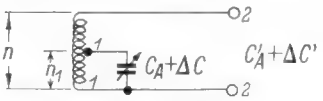
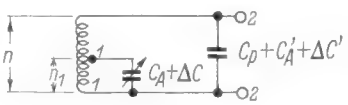

Bild 3. Transformation der Drehkondensatorwerte durch Anschluß an eine Spulenanzapfung
Bild 4. Bandspreizung durch Anschaltung des Drehkondensators an eine Spulenanzapfung
In Bild 3 wird der Drehkondensator mit seinem Stator an eine Anzapfung der Kreisspule angeschlossen. Hierdurch wird der an den Klemmen 1,1 liegende Blindwiderstand des Drehkondensators von den Klemmen 2,2 aus gesehen auf einen höheren Wert herauftransformiert. Höherer Blindwiderstand des Drehkondensators an 2,2 bedeutet aber (bezogen auf gleiche Frequenz) eine kleinere Kapazität. Das heißt also, es ergibt sich von 2,2 (von der Spule aus) gesehen eine kleinere Kapazität, und zwar werden sowohl die Anfangskapazität als auch die Endkapazität des Drehkondensators im gleichen Verhältnis herabgesetzt.
Damit bleibt allerdings das Kapazitäts-Variationsverhältnis erhalten, C_A und ΔC werden im gleichen Verhältnis durch die Transformation verringert. Eine Bandspreizung tritt also zunächst bei Anwendung der Schaltung Bild 3 nicht ein. Diese kommt erst zustande, wenn an den Klemmen 2,2 der Schaltung Bild 3 eine Parallelkapazität auftritt oder hinzugeschaltet wird. Es ergibt sich die in Bild 4 gezeigte Schal-
Bei Hinzuschalten einer Parallelkapazität C_p an 2,2 (Bild 4) zu C_A' und $\Delta C'$ ergibt sich ein Kapazitäts-Variationsverhältnis V_C' von:
Ein Drehkondensator mit einer Variation von 10...100 pF ($\Delta C = 90$ pF) ist bei 1/3 der Windungszahl der Kreisspule (ü = 3) angeschlossen. Gemäß Bild 4 ist ein Trimmer mit einer mittleren Kapazität von 15 pF an 2,2 (Enden der Spule) angeschlossen. Welches Frequenz-Variationsverhältnis ergibt sich mit dieser Schaltung?
Aus der Formel (6) errechnet sich die erforderliche Parallelkapazität an 2,2 (siehe Bild 4) zu
Dieser Fall wird der in der Praxis am meisten auftretende sein. Es gilt wieder die Anordnung Bild 4.